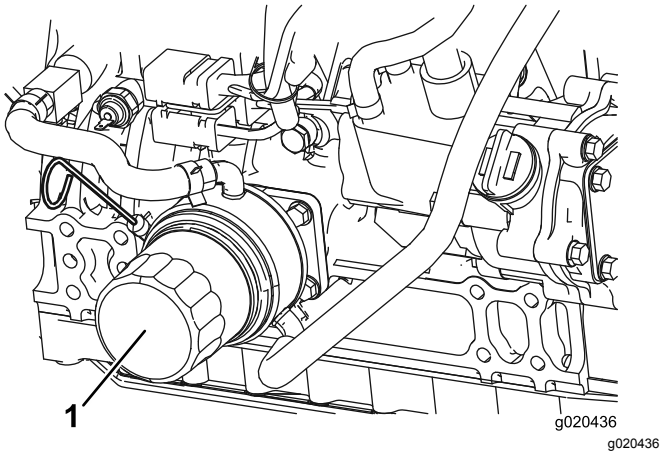

Figuur 55
2. Verwijder het oliefilter (Figuur 55).